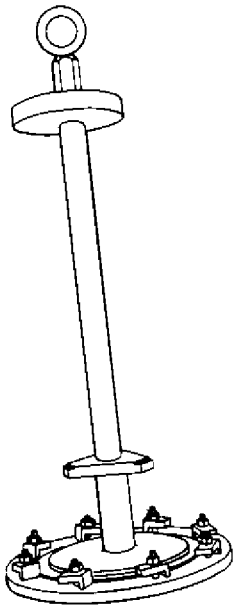

Figure 1. 6799817 Pressure Test Fixture
a. Install inner casing liner into 6799817 pressure test fixture (figure 1).